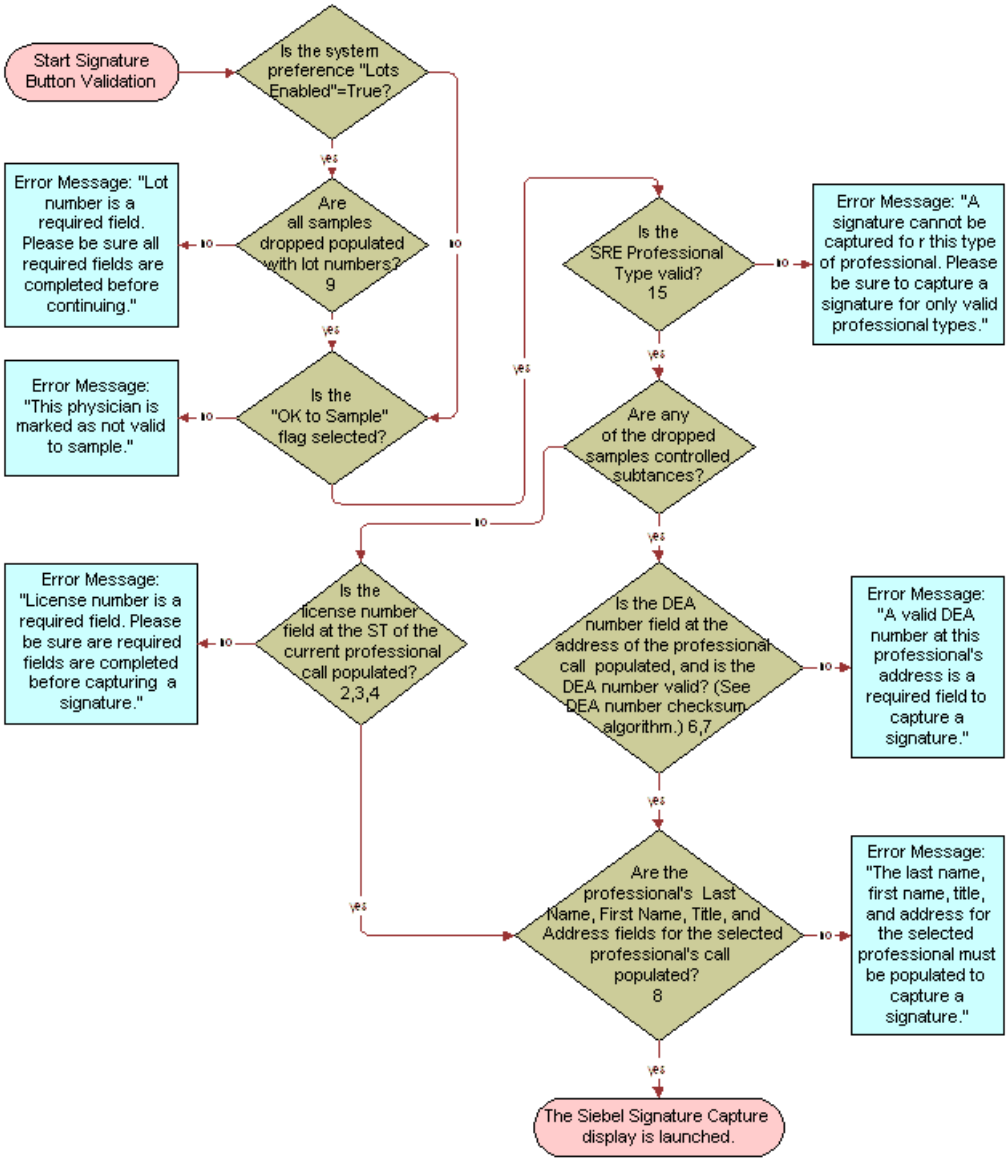

Figure 1. Default Validation Logic Flowchart for Signature Button
- Signature button, Figure 1 on page 52